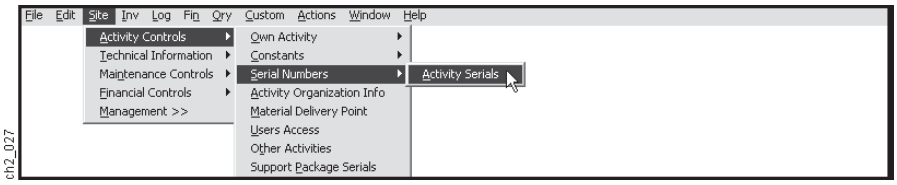

Figure 2-38
(4) **Step 4.** On the Serial Numbers Submenu above (Figure 2-38), select the Activity Serials Option.